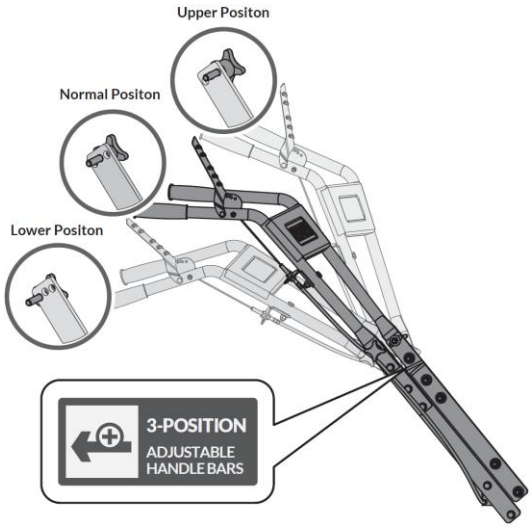

Figure 19
1. Loosen the two bottom Bolts of the Upper Handlebar using two 13mm Wrenches (***Figure 19***).